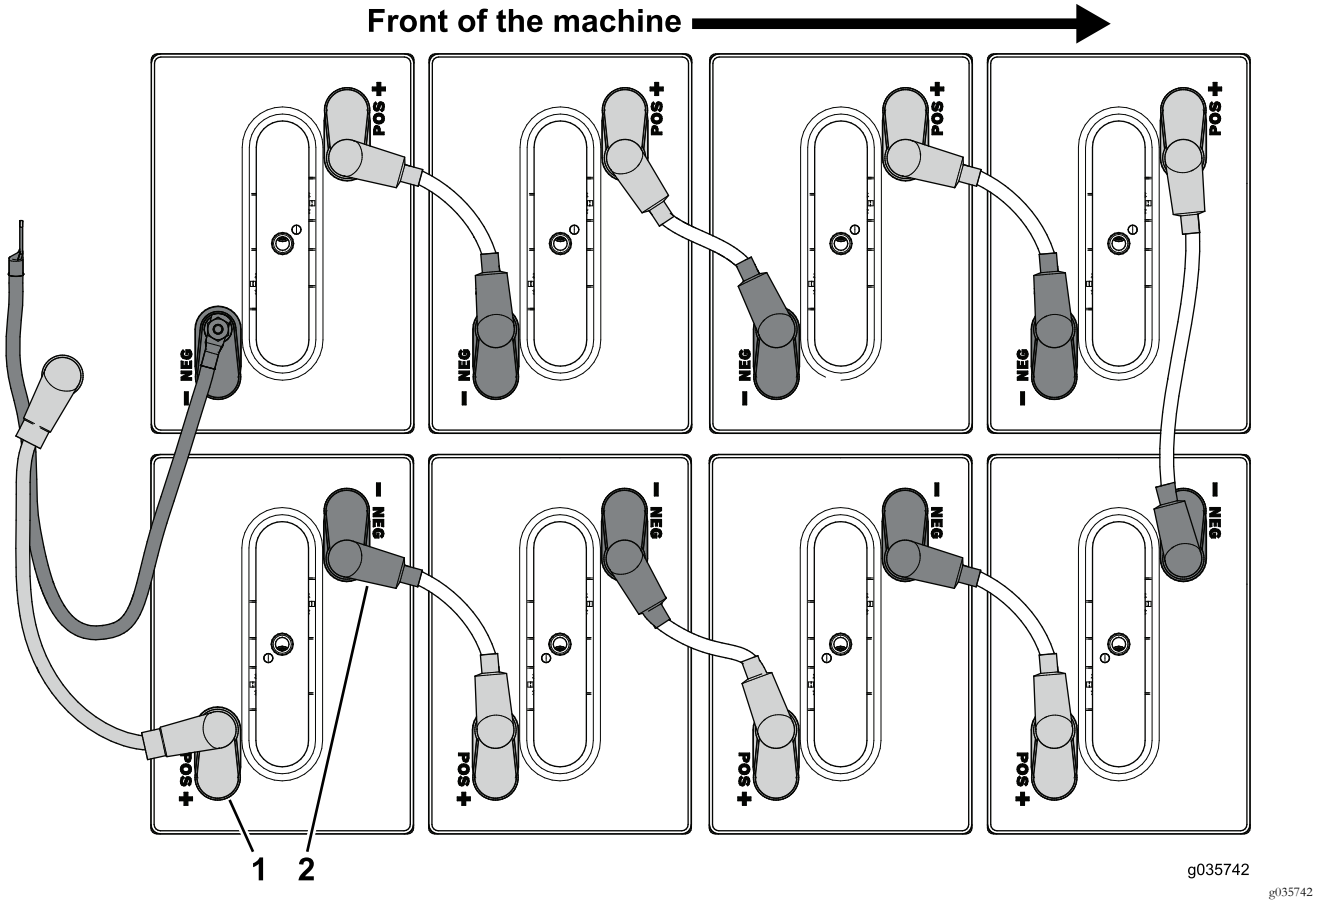

Figuur 57
3. Koppel de accukabels op de pluspool (+) af van de accu's in de voorste accubak (Figuur 57).
4. Koppel de accukabels op de minpool (–) af van de accu's in de voorste accubak (Figuur 57).